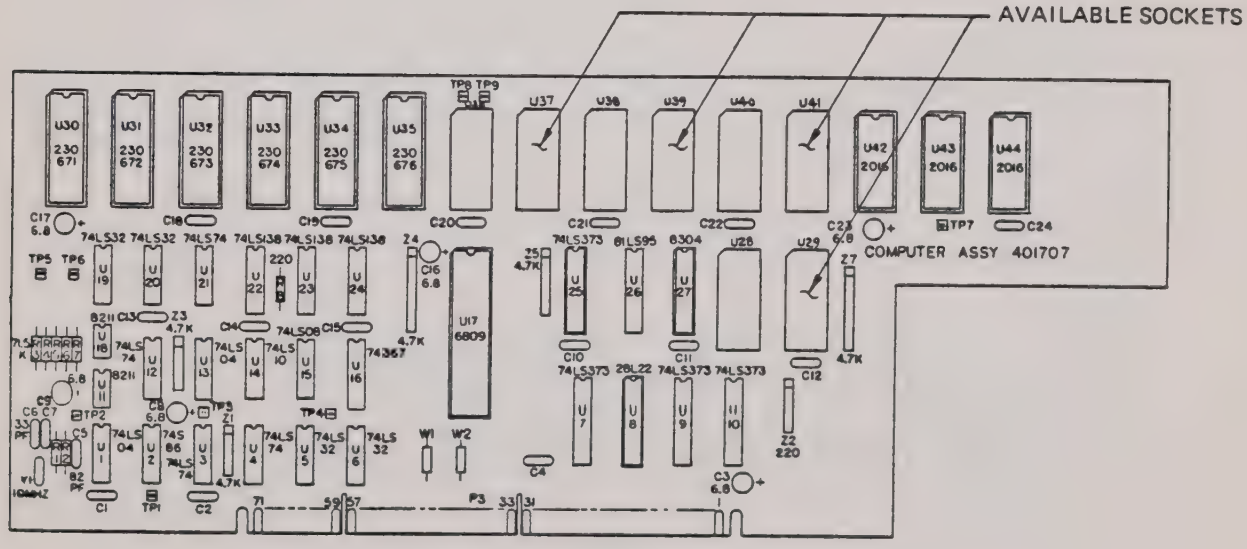

Figure 9.12 - Z80 PROM Installation Sockets Available on CPU Assembly Board 401707 (PROM P/N 230691)
9.8.1.1 For Series 200 logic analyzers with CPU board Assembly P/N 401707, a PROM having P/N 230691 is provided with the Z80 Probe and Disassembler (P/N 404302). (The CPU Assembly number is silkscreened on the component side of the PCB.) As shown in Figure 9.12, the PROM may be installed into sockets U29, U37, U39 or U41 as available.